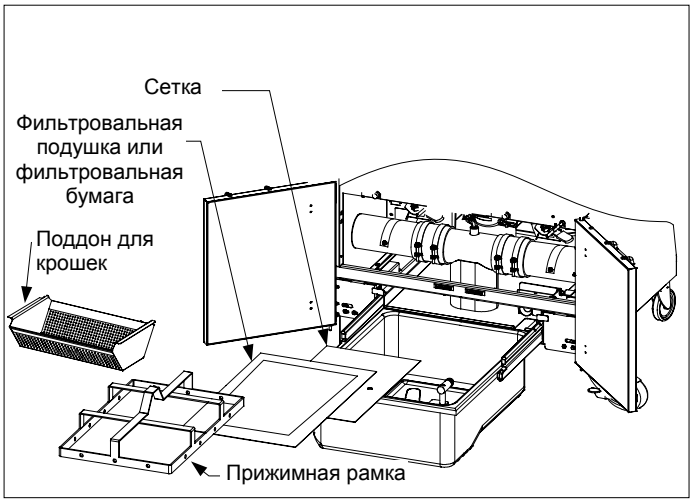

Рис. 1
(См. рис. 1.) Очистите все металлические детали раствором универсального концентрата и горячей водой и затем тщательно просушите.
4. Снова установите впереди лотка поддон для крошек. (См. рис. 1.)